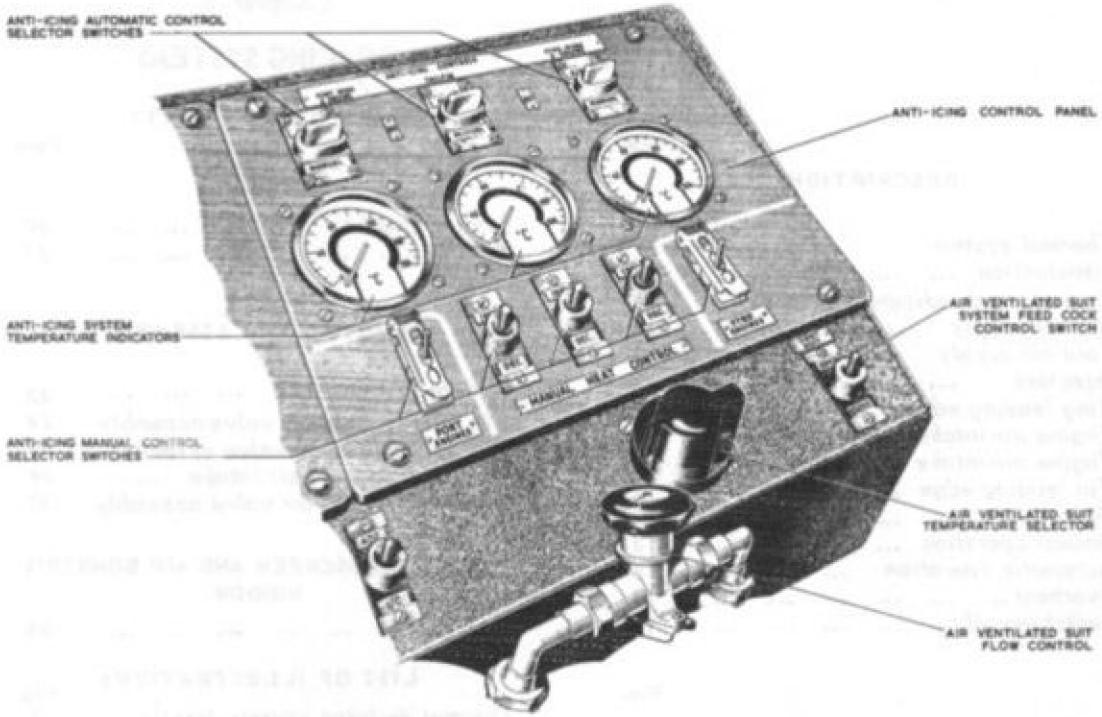

Fig. 1. De-icing system control panel
3. The engine anti-icing system installation is integral with the engine, delivery air from the h.p. compressor being used to protect the oil tank nose bullet fairing, the intake guide vanes and the entry guide blades against ice formation. Hot air is tapped from the delivery casing on the port side of the engine and led forward, through an external pipe, to a hot air valve mounted on the L.P. compressor casing. This valve is operated by an electrical actuator controlled from a switch on the de-icing systems panel in the cockpit (fig.1). The electrical system is fully described in Book 2, Sect.6 of this publication. For information on the engine system, reference must be made to A.P. 4712A, Vol.1, Sect.1, Chap.5.